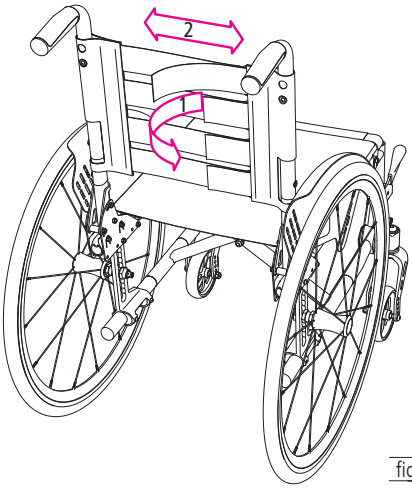

fig. 9
3. Aprire le cinghie (1, fig. 9) e regolare la lunghezza (2, fig. 9) fino a trovare una posizione di seduta comoda.